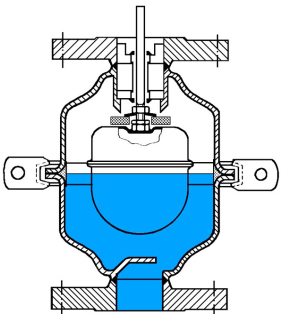

Рис. 2
2. Пусковые воздухоотводчики имеют высокую пропускную способность и предназначены для удаления газов из жидкостных систем при их заполнении жидкостью, а также для заполнения воздухом при дренаже системы. при отсутствии жидкости в системе клапан воздухоотводчика открыт за счет массы поплавка. при заполнении системы и повышении уровня жидкости, поплавок перемещается в верхнее положение и закрывает клапан (Рис. 2). в процессе работы системы клапан воздухоотводчика удерживается рабочим давлением в закрытом положении независимо от уровня жидкости. при дренаже системы воздухоотводчик будет оставаться закрытым до тех пор, пока давление не понизится до 0,03 МПа. После чего клапан открывается и работает в режиме заполнения системы воздухом. Пример пускового воздухоотводчика — EB3.52.